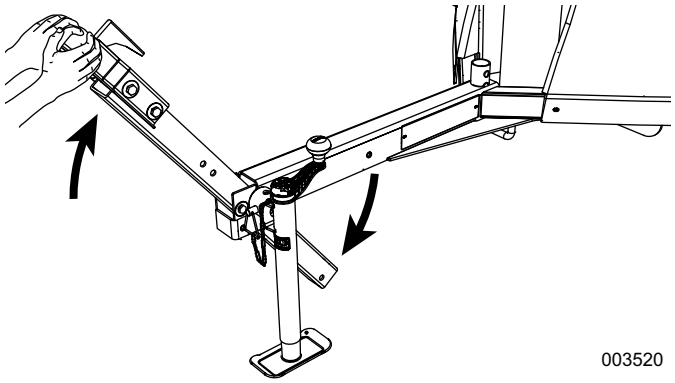

Figure 2-8. Pivot Trailer Tongue Into Storage Position
4. See ***Figure 2-8***. Pivot trailer tongue into storage position.